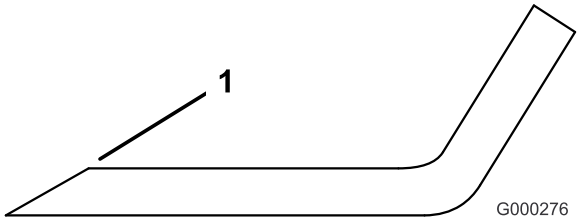

Figuur 67
1. Slijp de snijranden aan beide uiteinden van het mes (Figuur 67). Houd daarbij de oorspronkelijke hoek in stand. Het mes blijft in balans als u van beide snijranden dezelfde hoeveelheid materiaal verwijdert.